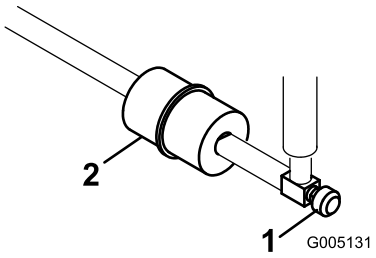

**Figur 29**
Det indbyggede brændstoffilter befinder sig i brændstofledningen mellem brændstoftanken og karburatoren (Figur 29).
1. Luk brændstofafbryderventilen (Figur 29).
2. Placer en dræningsbakke under filteret, løsn slangeklemmen på karburatorsiden af filteret, og fjern brændstofledningen fra filteret (Figur 29).
3. Løsn den anden slangeklemme, og fjern filteret (Figur 29).